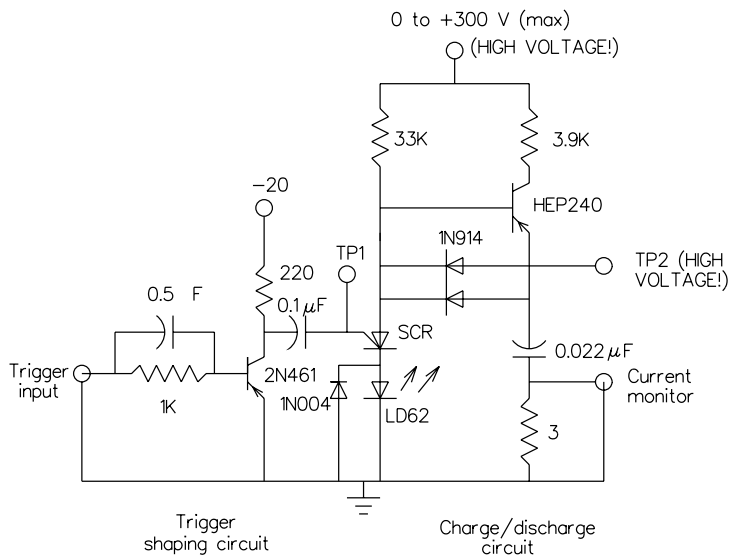

Figure 1: Laser pulser schematic.
1. The pulser circuit diagram is found in Fig. 1 on the following page. The circuit operates in the following manner: